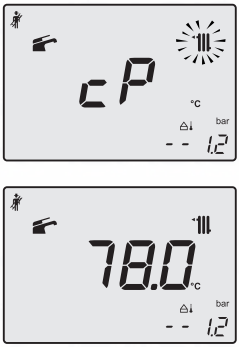

Fig. 9.23
- Press key 18 to vary the output in chimney sweep mode: when the LCD display displays the letters **cP** that alternate with the heating water temperature value (e.g.**78**), the "chimney sweep function" is at maximum (eventually range rated) output in heating mode (Fig. 9.23).